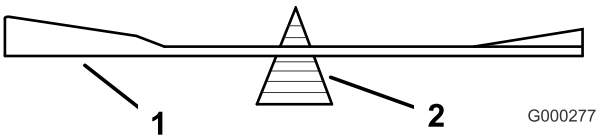
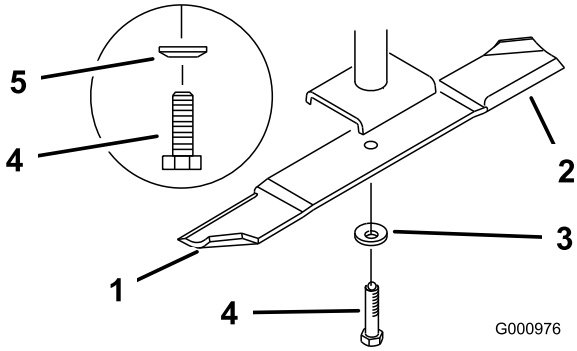

Figur 74
Figur 75
2. Fjern knivbolten, fjederskiven og kniven fra spindelakslen (Figur 75).
2. Kontroller skæreknivens balance ved at placere den på en afbalanceringsenhed (Figur 74). Hvis skærekniven forbliver i en vandret position, er kniven afbalanceret og kan benyttes. Hvis kniven ikke er afbalanceret, skal der slibes lidt mere metal af enden af sejlområdet (Figur 75). Gentag denne procedure, indtil kniven er afbalanceret.
1. Monter kniven på spindelakslen (Figur 75).
2. Monter fjederskiven og knivbolten. Fjederskivens konus skal installeres mod boltens hoved (Figur 75). Tilspænd knivbolten med et moment på 115–150 Nm.